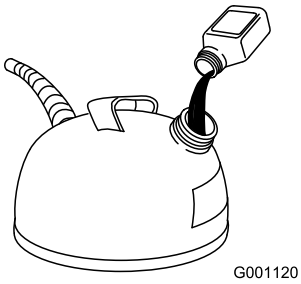

Figure 10
2. Add two-cycle oil to the gasoline according to the chart below (Figure 10):